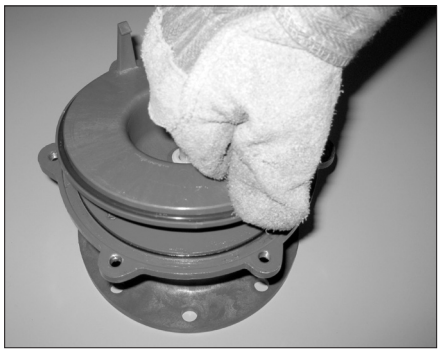

Figure 21
12. Pull on one of the 3 prongs to remove the barrier (item 11) from the clamp ring and motor adapter (items13 & 15). NOTE: Prongs are sharp. Use a glove or rag for better grip. Motor adapters have an o-ring seal between the barrier and adaptor so fit may be snug. See figure 21. Inspect the inside and outside of the barrier for signs of rubbing.